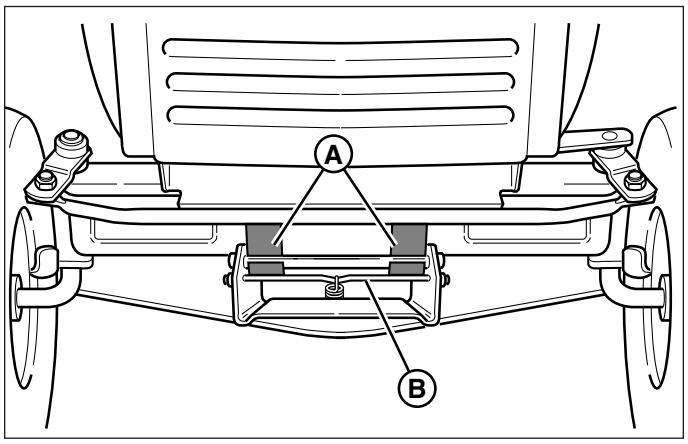

Figure 12. Mower Hitch
6. Turn wheels straight ahead. Pull back on spring-loaded lever (B, Figure 12) and lift mower hitch off of the tractor brackets.
3. See Figure 12. Turn wheels straight. Pull back on the spring-loaded lever (B) while lifting up on the mower hitch. Install mower hitch onto tractor hitch brackets (A). When properly installed, the spring-loaded lever should seat fully underneath the brackets.
8. Turn wheels straight ahead. Pull back on spring-loaded lever (B, Figure 12) and lift mower hitch off of the tractor brackets.